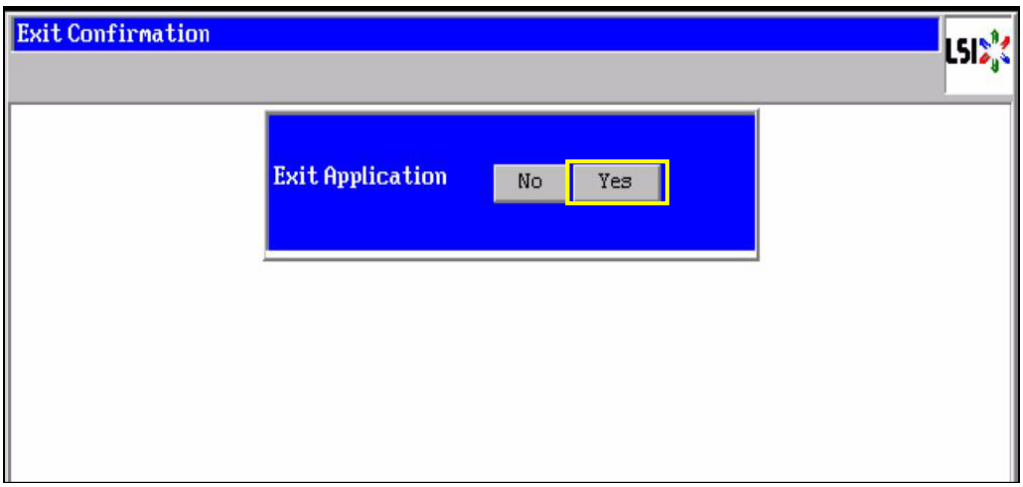

Figure B.2.8-12 Exit Confirmation window
(14) Click [Exit] under the menu on the left side in the main menu window.
(15) The exit confirmation window is displayed as shown in Figure B.2.8-12.